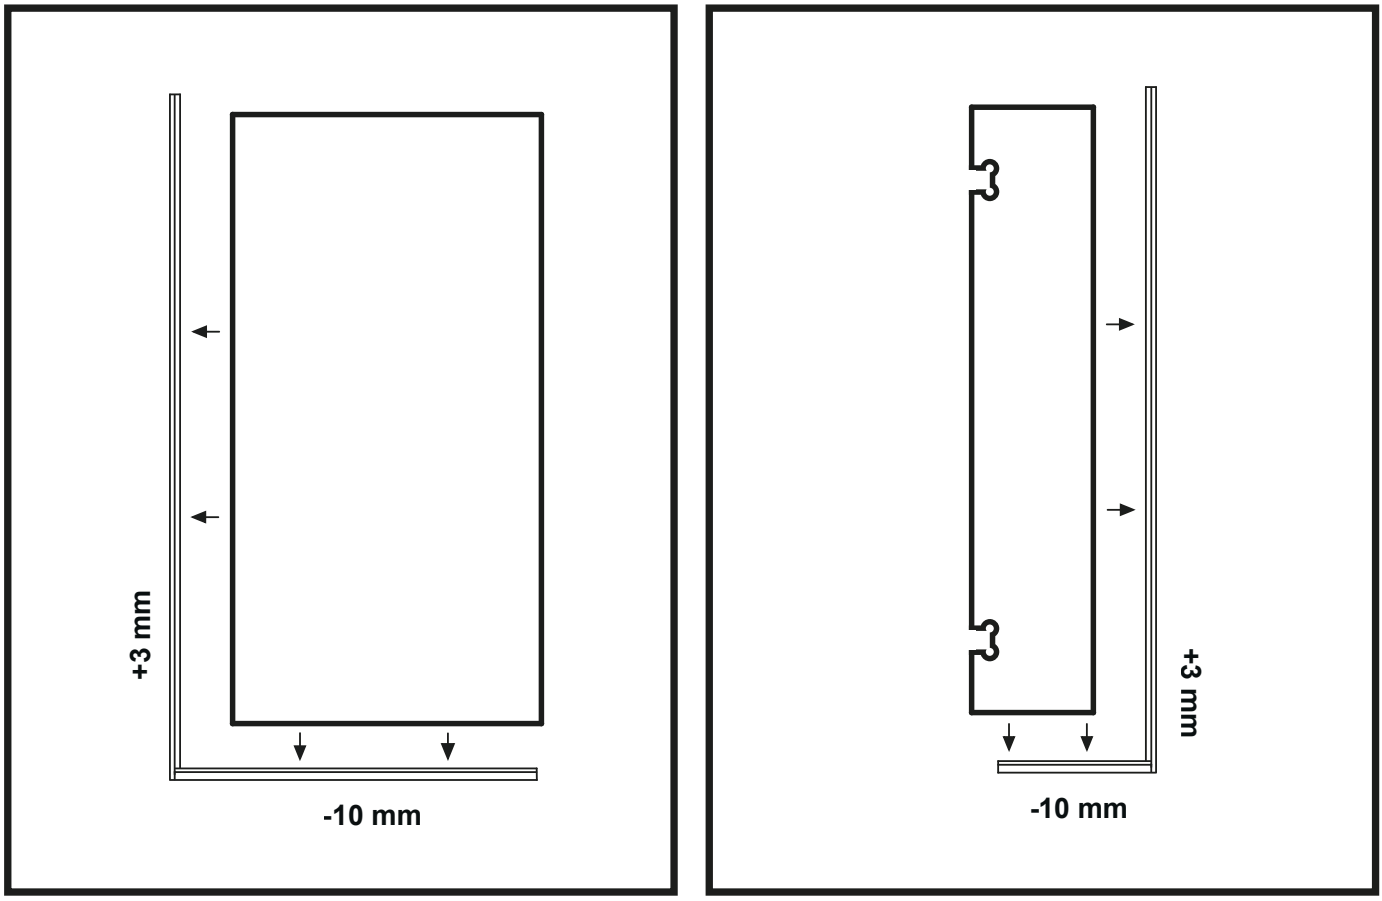

Abbildung 2
5. Überprüfen Sie die Länge der U-Leisten und des Glases. Die untere U-Leiste sollte etwa 10 mm kürzer als das Glas sein und die längere vertikale U-Leiste sollte etwa 3 mm länger als das Glas sein. (Abbildung 2)